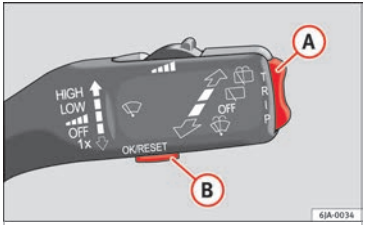

Fig. 29 Windscreen wiper lever: informative display controls.
– The **Main menu** is enabled by keeping rocker switch (A) ››› Fig. 29 on the multifunction lever pressed.
– The menu options can be selected with button (A). Briefly press the button, (B) to display the selected information.
- **If a warning appears on the informative display it must be confirmed by pressing the button, (B)** **››› Fig. 29 ››› page 43** **before proceeding to the main menu.**